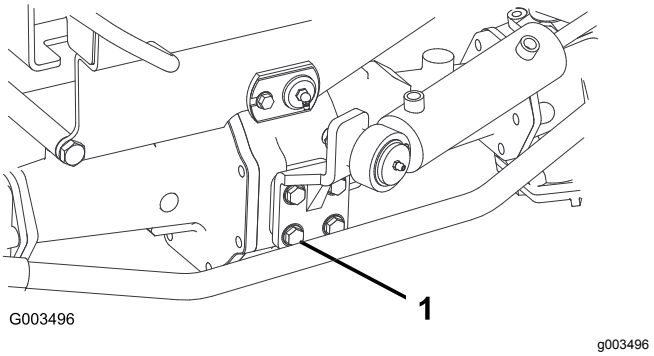

Figur 66
2. Tilspænd de fire bolte til styretøjscylinderens montering (Figur 66) med et moment på 65 til 81 N·m.